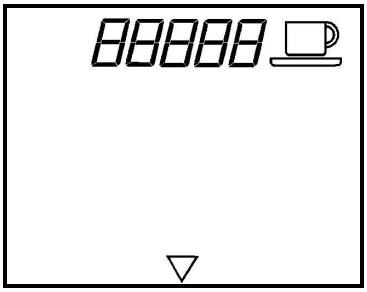

Rys. 4
1. Proszę otworzyć drzwiczki kluczykiem (19).
2. Proszę włączyć urządzenie przyciskiem (1). Na przycisku pojawi się czerwony punkt.
3. Proszę uruchomić przycisk programowania (3) na wewnetrznej stronie drzwiczek.
4. Na displayu – poza drzwiczkami – pojawi się ilość wydanych filiżanek napoju, patrz rys.4.